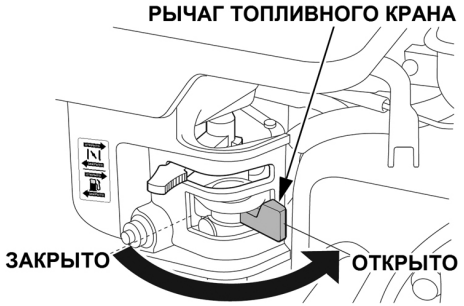

Рис. 20 Рычаг топливного крана
4. Откройте топливный кран переводом рычага вправо (Рис. 20).